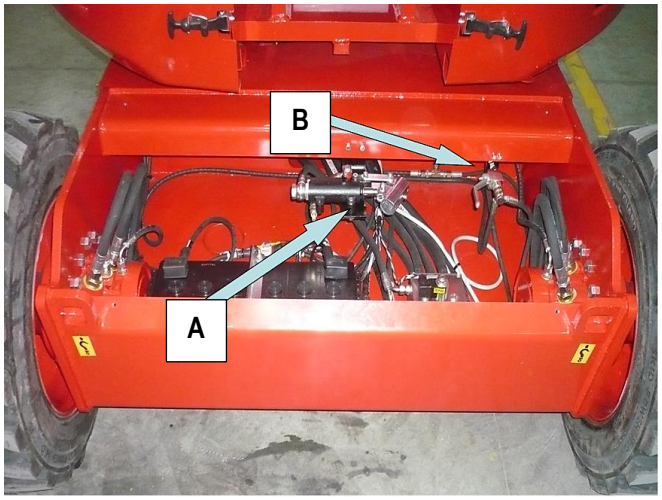

Fig. 18a
2) Identificare la pompa del traino di emergenza (opz.) posta all'interno (fig.18a lettera "**A**").
3) Identificare la valvola di sblocco circuito traino di emergenza (opz.) (fig.18a lettera "**B**").